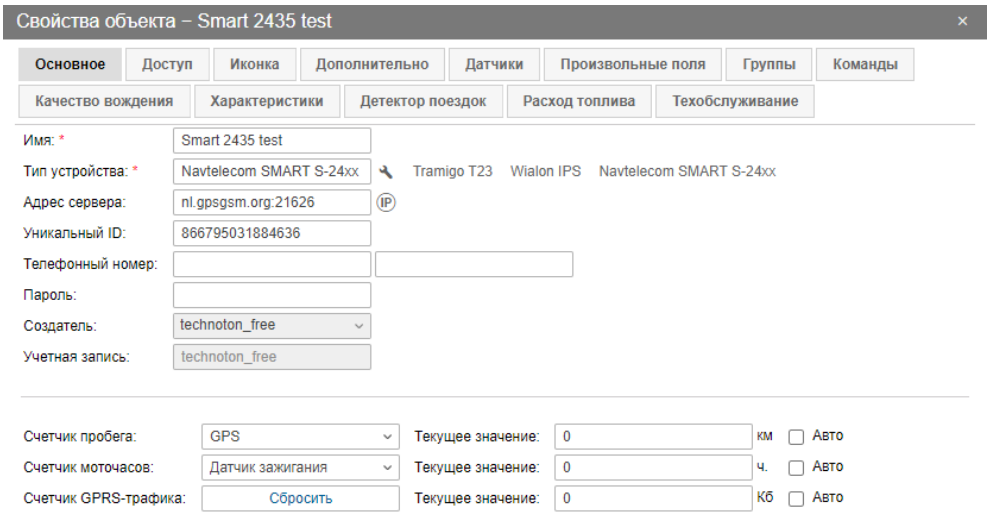

Рисунок 7
4. Терминал прописывается и настраивается на сервере мониторинга (в нашем примере это Wialon) (рис.7).